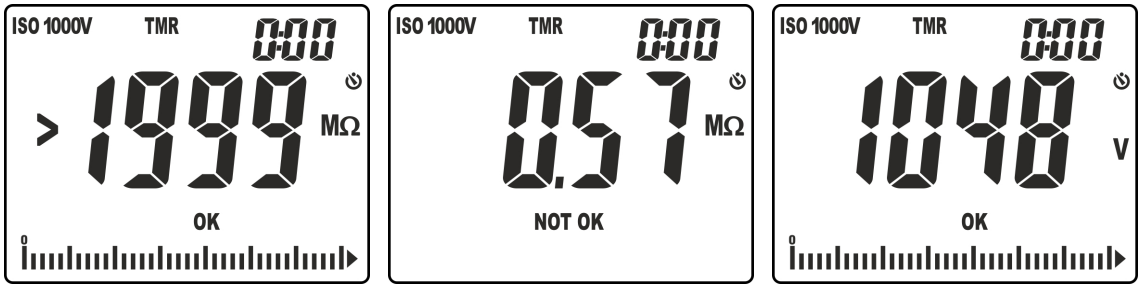

Fig. 21: Resultados de la medida de aislamiento en modo TMR
9. En la pantalla de Fig. 21 – parte izquierda aparece el valor de la resistencia de aislamiento (el símbolo "**>1999**" indica la condición de fuera escala) al término de la medida con resultado positivo "OK" (valor superior al umbral configurado). En la pantalla de Fig. 21 – parte derecha aparece el valor de la resistencia de aislamiento al término de la medida con resultado negativo "NOT OK" (valor inferior al umbral configurado)